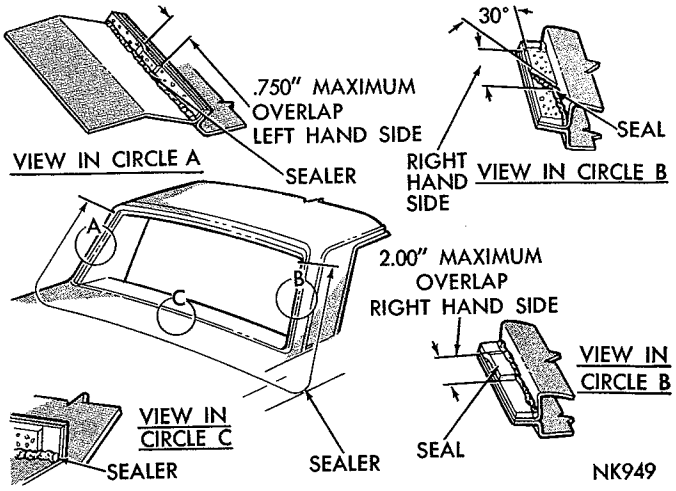

*Fig. 17—Rear Window Seals and Sealers (Fury)*
(1) Apply a ¼ inch bead of sealer across bottom of window opening and up both sides to lower edge of upper corners (Fig. 17).
(2) Position one polyethylene seal to fence at lower section first, above sealer applied in step 1.
(3) Hand pressurize seal to sealer.
(4) Apply upper seal starting with a ¾ inch overlap (maximum) at left side.
(5) Apply balance of seal and when fully installed seal should overlap lower seal at right side by 2 inches (maximum).
(6) If overlap is greater than 2 inches, trim off excess amount at approximately a 30 degree angle (Fig 17).
(7) Hand pressurize both seals to avoid wrinkles and puckers.